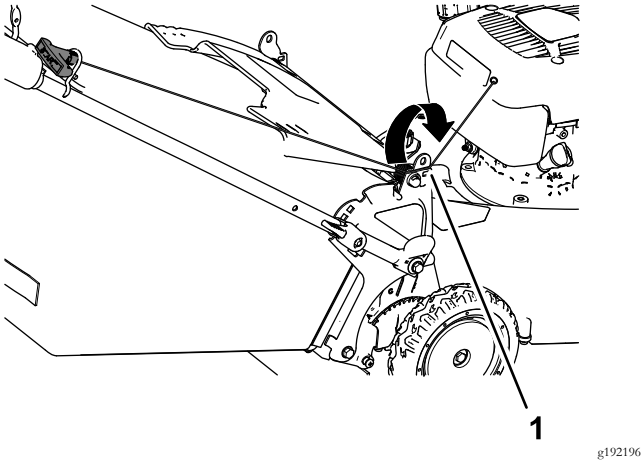

Figure 26
1. Faites passer le câble du lanceur autour du guide inférieur (Figure 26).